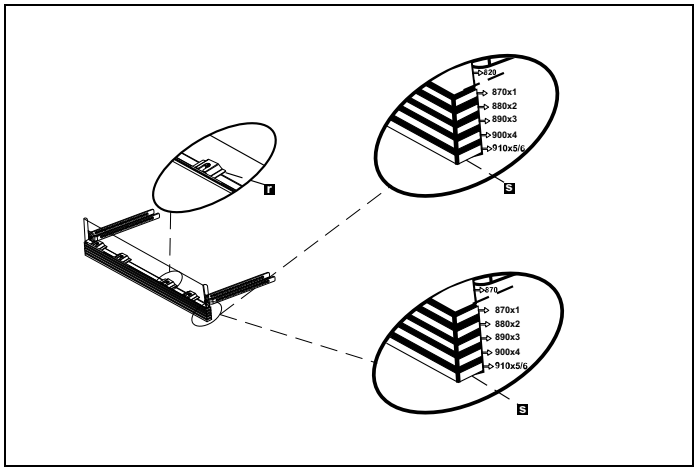

Fig. 20
3) As shown in Fig. 20 , the cylindrical feet of the adjustable toe kick are attached to the toe kick fixing metal parts and inserted through the cavity of the part.